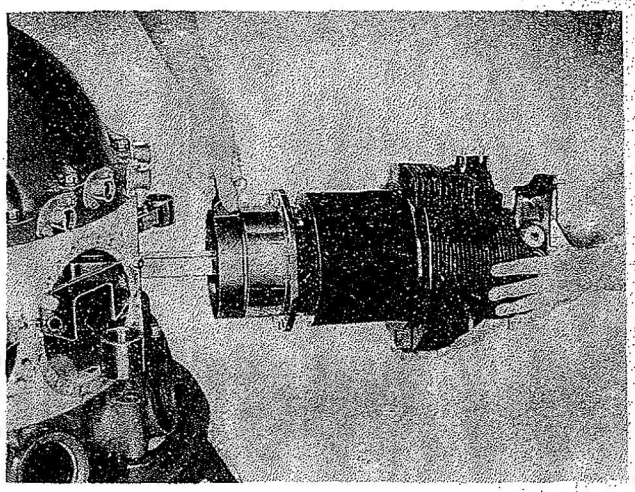

Figure 232—Installing Cylinder on Crankcase
h. Remove the connecting rod protector from the crankcase cylinder mounting pad. Make sure that the surfaces of the cylinder flange and crankcase mounting flange are clean and free from enamel. Compress the upper five rings with the clamp (Tool No. 80440) and slide the cylinder over these rings. When aluminum plug piston pin retainers are used, locate the ring clamp so that it compresses the five upper rings and supports the retainer plugs at the same time. Install the cylinder over the upper rings and piston pin retainers. Install the clamp over the bottom ring, and slide the cylinder over the ring and onto the crankcase mounting pad. Move the clamp to compress the bottom piston ring and slide the cylinder over the entire piston onto the crankcase mounting pad. Refer to Figure 232.